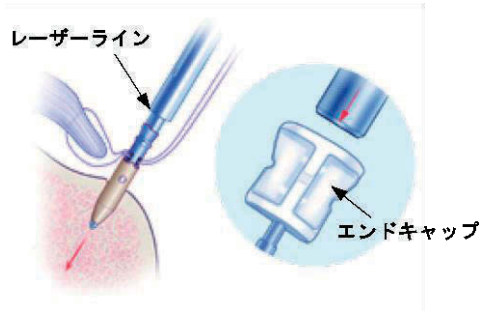

図 2
6. マレットでインサーターの後部をタッピングし、アンカーを骨に挿入します。インサーターのプッシャーに付してあるレーザーラインが骨に接触するまでタッピングします（図 2)。骨表面が固い場合は、専用のオウル※で骨孔を作成します。インサーターの後端にエンドキャップを取り付けるとマレットに当たる部分が広くなり、タッピングしやすくなります。